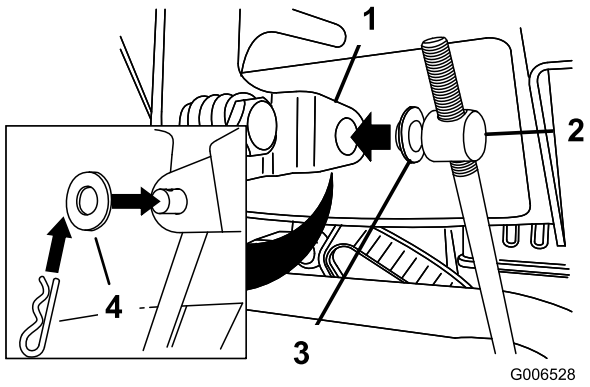

**Figur 11**
3. Ta bort hårnålssprinten och den yttre brickan från skruvleden på hastighetskontrollstångens övre ände (Figur 11).
**Obs:** Monteringen går lättare om du låter planbrickan sitta kvar på skruvleden (Figur 11).
6. Lyft upp hastighetskontrollstången och för in skruvleden i hålet i växelväljarspaken (Figur 11).